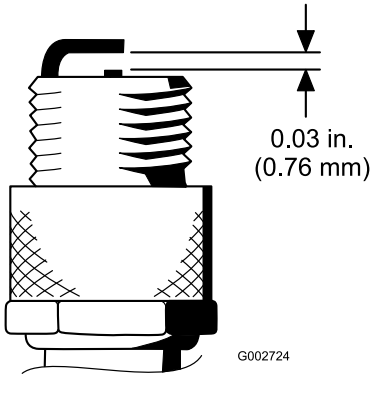

**Figur 49**
4. Still inn luftgapet mellom midten og siden på elektrodene til 0,76 mm (Figur 49).